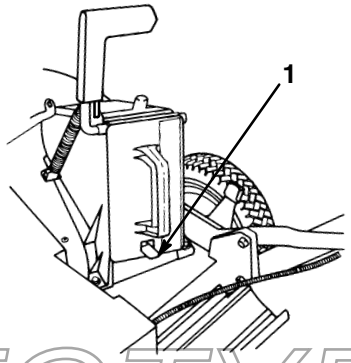

Abbildung 6
5. Den Stopfen ganz hereindrücken, bis die Federklemme an der Unterseite des Stopfens einschnappt (Abb. 6).